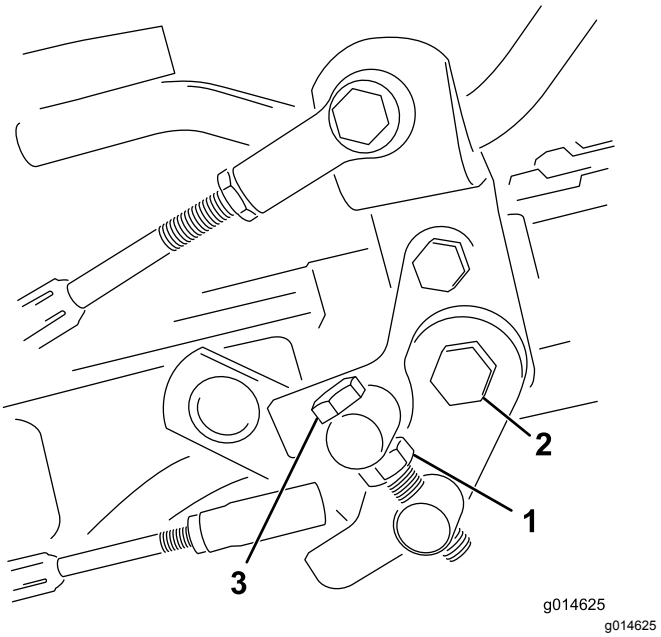

Figur 34
1. Løsne låsemutteren på vuggetappbolten (Figur 34).
4. Stram låsemutteren på vuggetappbolten og mutteren på pedaltappen for å låse justeringen (Figur 34). Sjekk justeringen, og juster etter behov.